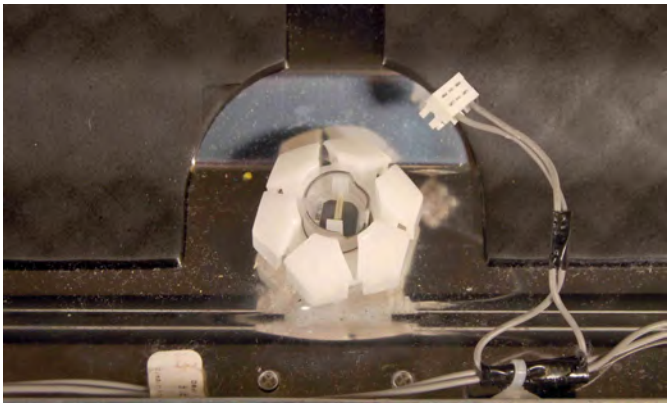

Figure 2
3. Remove harness from LED connector (see Figure 2).